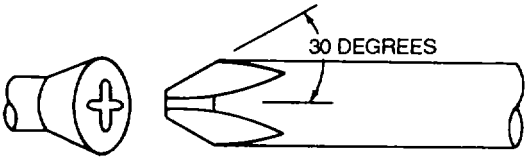

Figure 4-14. Phillips Screwdriver
(2) *Phillips screwdriver*. The Phillips screwdriver has a blunt cross tip. The tip is ground to a 30-degree angle, as shown in figure 4-14.